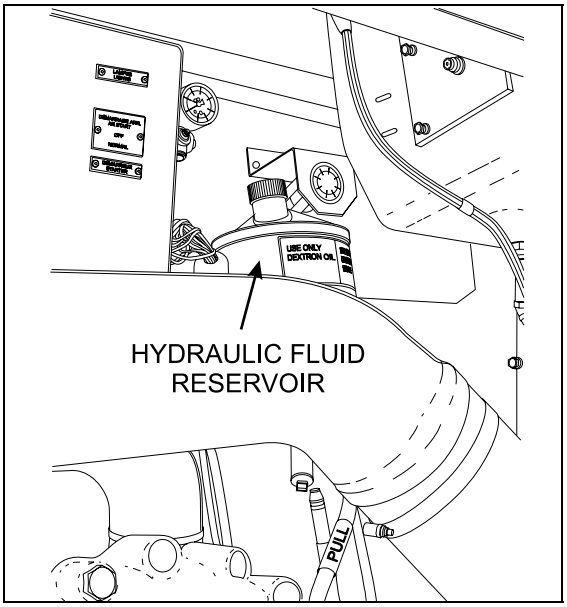

FIGURE 7: HYDRAULIC FLUID RESERVOIR LOCATION 14044
3. Insert dipstick in reservoir. Remove it again to check fluid level (Fig. 7).